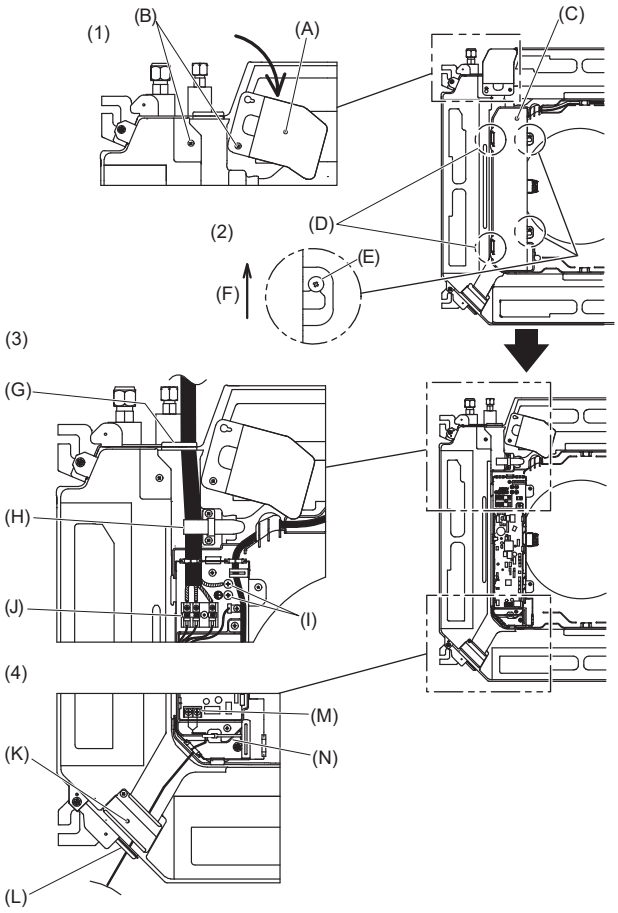
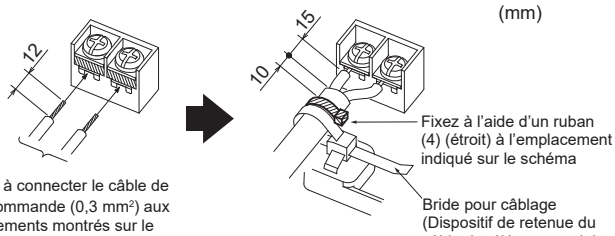

Fig. 6-1
Fig. 6-3
6.1. Appareil intérieur (Fig. 6-1)
1. Desserrez les deux vis de fixation du panneau de service du câblage électrique et faites tourner le panneau. [Fig. 6-1 (1)]
2. Desserrez les deux vis de fixation du couvercle du boîtier électrique et faites glisser le couvercle. [Fig. 6-1 (2)]
3. Faites passer le câble d'alimentation, le câble de raccordement des appareils intérieur/extérieur et le fil de terre par les entrées de fils indiquées sur le diagramme. [Fig. 6-1 (3)]
S'il est impossible d'utiliser des bornes rondes serties, voir Fig. 6-3 à 6-6.
4. Faites passer le câble de télécommande via les entrées de fils indiquées sur le diagramme et raccordez-le . [Fig. 6-1 (4), Fig. 6-3]